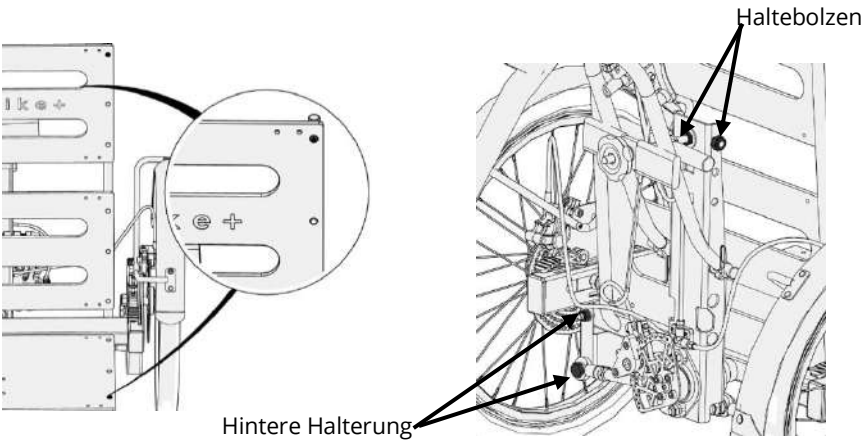

Abbildung 48 - Sitzschrauben und wichtige Kontrollpunkte
- Hintere Halterungen des Neigungssystems. Da das System symmetrisch ist, denken Sie daran, jede Seite zu überprüfen (siehe Abbildung 48);
- Die vier Schrauben an den Enden vom Sitz und von der Rückenlehne (siehe Abbildung 48);
- Die Flanschhaltebolzen (siehe Abbildung 48);